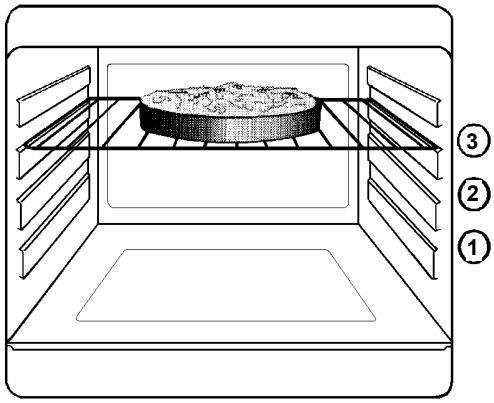

fig. 7
- Placez le plat sur la grille support et glissez l'ensemble au gradin 2 ou 3 (fig. 7).